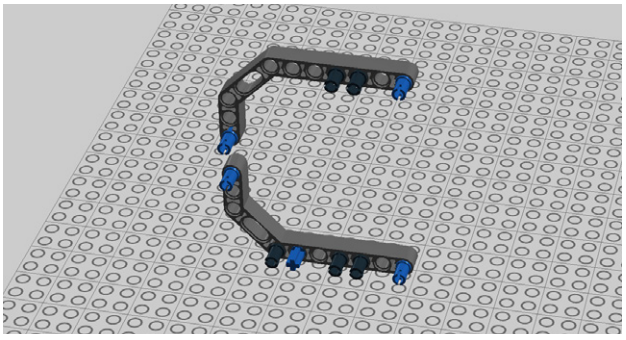

Figure 4-8. *Step 3: Making the other side with angle beams*
3. Now work on the other side with two more 3x7 double angle beams, as shown in Figure 4-8.